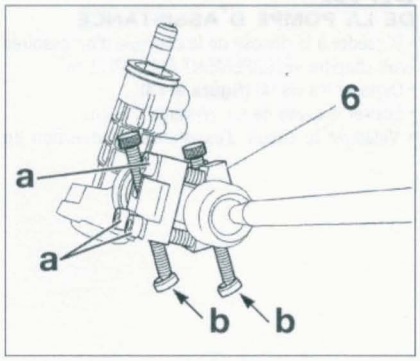

Figure 5-11
• Bloquer la biellette gauche sur la crémaillère à l'aide de l'outil (6) en serrant en «a» puis mettre l'outil en appui sur le berceau en «b» **(figure 5-11)**.